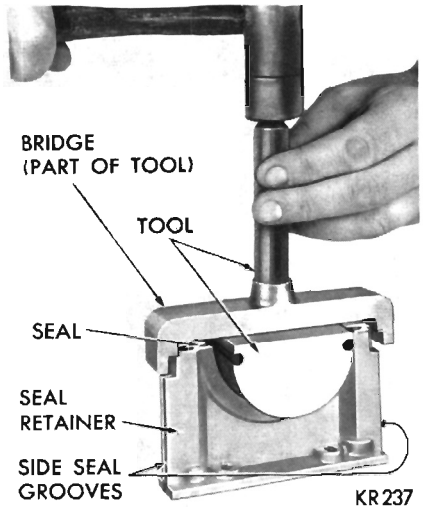
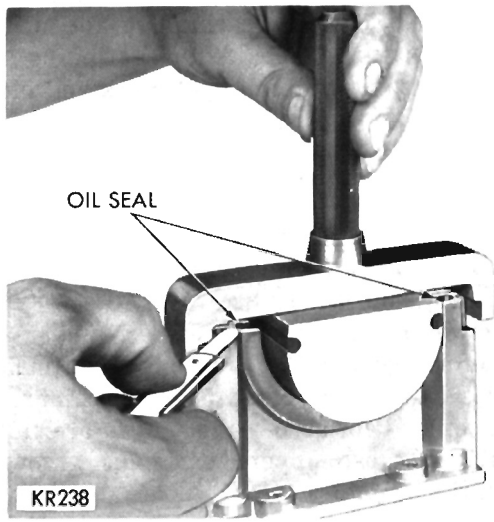

Fig. 35—Installing Rear Main Bearing Lower Oil Seal
Fig. 36—Trimming Rear Main Bearing Lower Oil Seal
(1) Install a new seal in seal retainer so ends protrude (Fig. 35).
(2) Install bridge on tool and tap the seal down into position with Tool C-3743 until tool is seated.
(3) Trim off that portion of the seal that protrudes above the cap (Fig. 36).